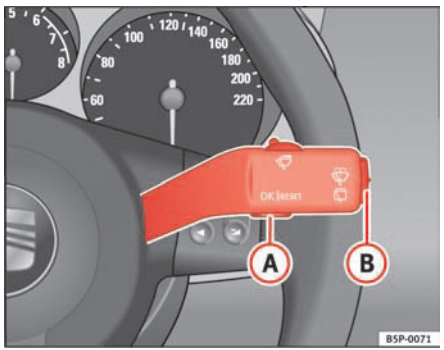

Fig. 40 Windscreen wiper and washer lever: Button (A) and rocker switch (B)
You can switch between the following displays in the multi-function display (MFD) by operating the rocker switch ⇒ fig. 40 (B) on the windscreen wiper lever.